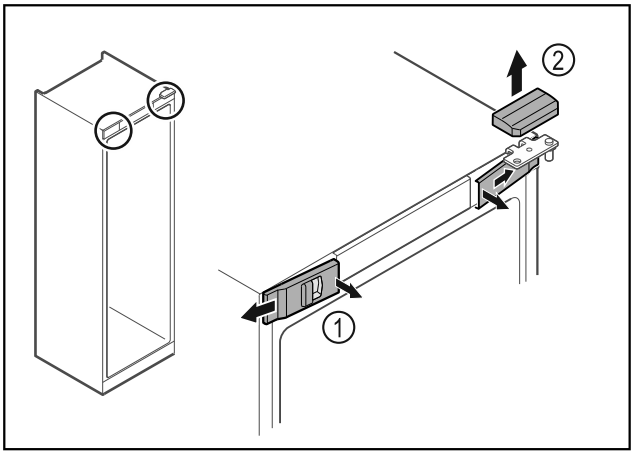

Fig. 8
▶ Deblocați apărătorile frontale din interior *Fig. 8 (1)* și detașați-le în lateral.
▶ Scoateți în sus *Fig. 8 (2)* apărătoarea.